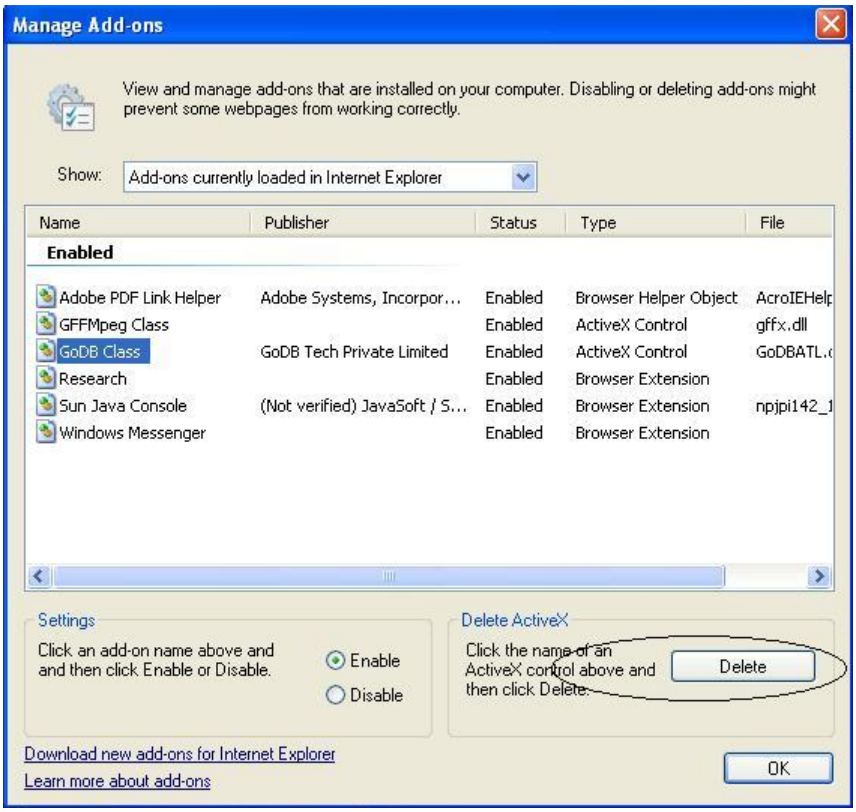

Figure 17. Manage Add-Ons
4. Select 'ActiveX Control' and click 'Delete' to clean the software cached on your browser (see Figure 17).